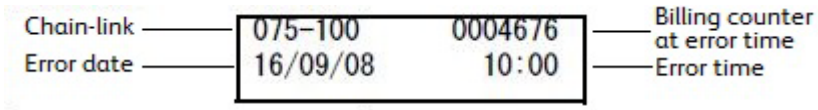

Figure 1 DC122 SFP Fault History Details Screen
- When errors are available, a history screen appears. Scroll through the list of errors using the Up Arrow or Down Arrow in the history screen. The error details appear as shown in the Figure 1: